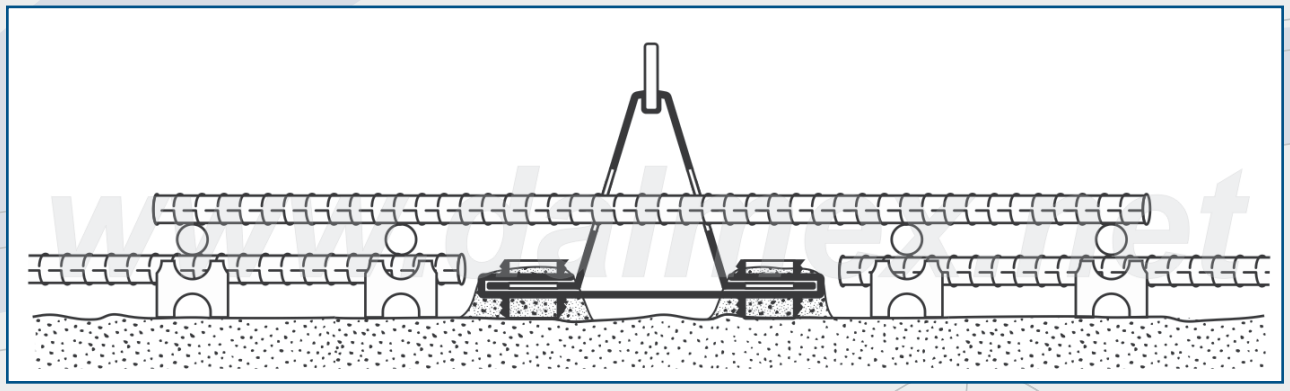

рис. 10
3.3. Нижняя сетка армирования сквозь Треформ, см. рис.10.